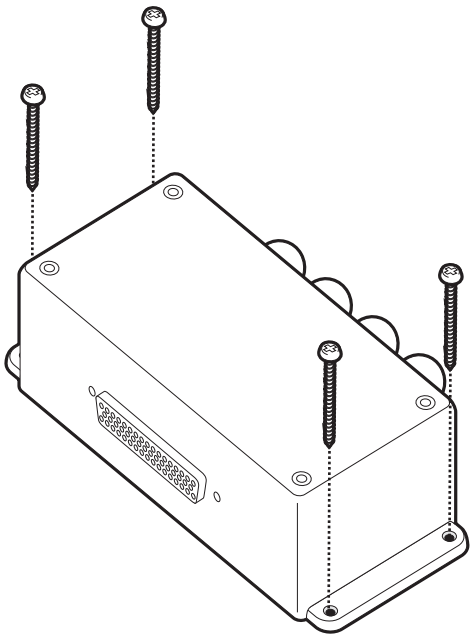

Ilustración 38 Montaje de la caja de conexiones
- El transceptor incluye cuatro tornillos autorroscantes para la fijación de la caja de conexiones a una superficie adecuada. Consulte la Ilustración 38 para que le sirva de orientación.